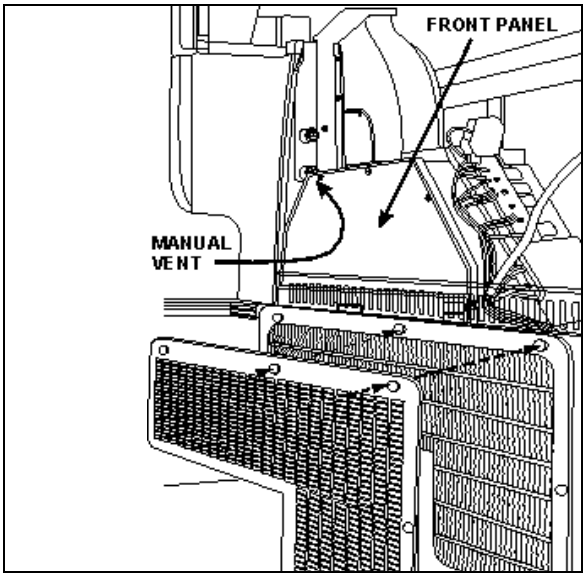
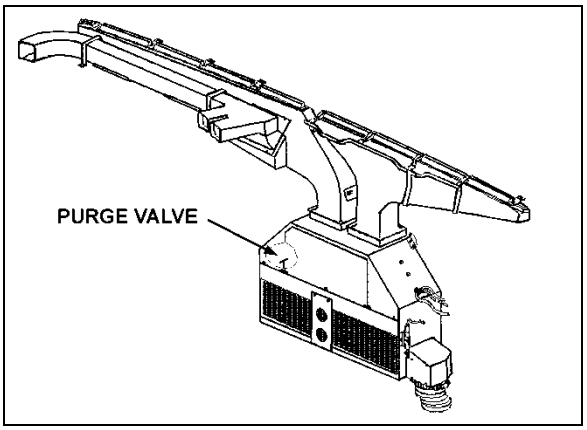
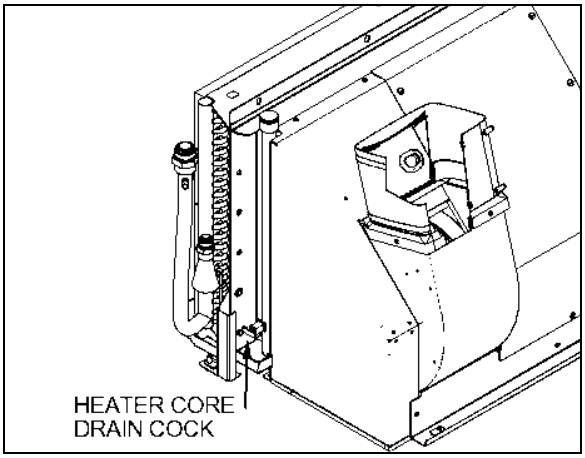

FIGURE 89: DRIVER'S HVAC/DEFROST UNIT
FIGURE 90: DRIVER UNIT AIR MIXING BOX 22171PV
FIGURE 95: HEATER CORE DRAIN COCK LOCATION
Fresh air is taken from behind the R.H. side headlights assembly (H3 series) or from a plenum underneath the front service compartment (X3 Series) and enters the mixing box through a ON/OFF damper. Return air is taken through the right console into the mixing box (Figure 90). Mixed air goes through cooling and heating coils, fans and discharge ducts.
4. From inside of vehicle, remove the two finishing panels in front of unit. Remove the three screws fixing the unit front panel. Open the purge valve located inside the driver unit (Figure 90). If present, open the manual vent located inside the HVAC unit, on the driver's side (Figure 89) to ensure an efficient draining.
4. Open drain cock in bottom of heater core (Figure 95) you can unfasten a hose connection on top of heater core in order to allow air to enter while draining. The main heater core drain cock is located in the evaporator compartment. To access the valve, open baggage compartment door located in front of the evaporator compartment (L.H. side). Open the evaporator compartment access panel.
Whenever the heating system has been drained and refilled, or the system has run low on coolant and coolant has been added, it is necessary to bleed air from heating system. Locate the purge valve illustrated in Figure 90 & Figure 95, and open them momentarily until no air escapes from the lines. If present, open the manual vent located inside the HVAC unit, on the driver's side (Figure 89).